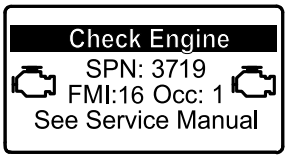

Figur 40
- Om en parkerad regenerering krävs visar InfoCenter motorvarning SPN 3719, FMI 16 (Figur 40) och motorns dator minskar motoreffekten till 85 %.